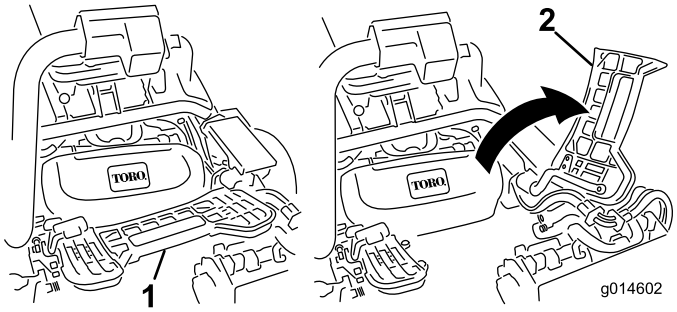

Figuur 35
2. Klap de voetsteun omhoog zodat u bij het middelste maaidek kunt (Figuur 35).